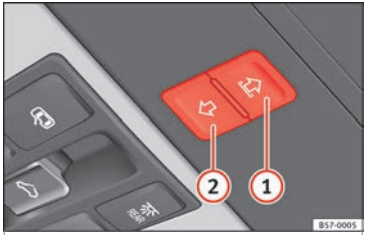

Fig. 141 On the interior roof lining: switches for the sun blind.
Buttons ››› **Fig. 141** (1) **and** (2) have two levels. The first level opens or closes the sun blind fully or partially.
- *Sun blind:* within approx. 5 seconds of having activated the anti-trap function, press button ››› **Fig. 141** (2) until the sun blind closes completely.